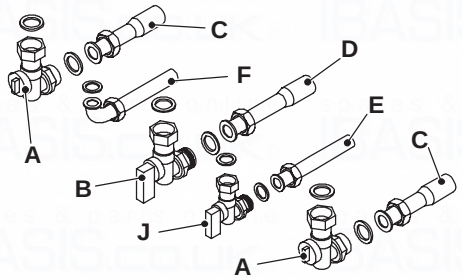

Fig. 6.3
- Fix the c.h. valves A and gas cock B (¾") to the boiler using the ¾" gaskets (Fig. 6.3).